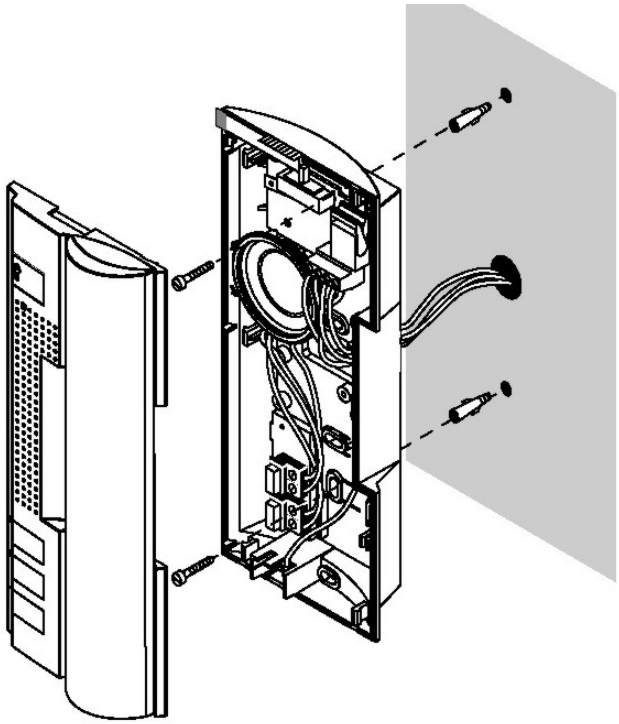

rys. 14
2) Przymocować unifon do ściany przy użyciu 2 kołków rozporowych dostarczonych wraz z unifonem (**rys. 14**).